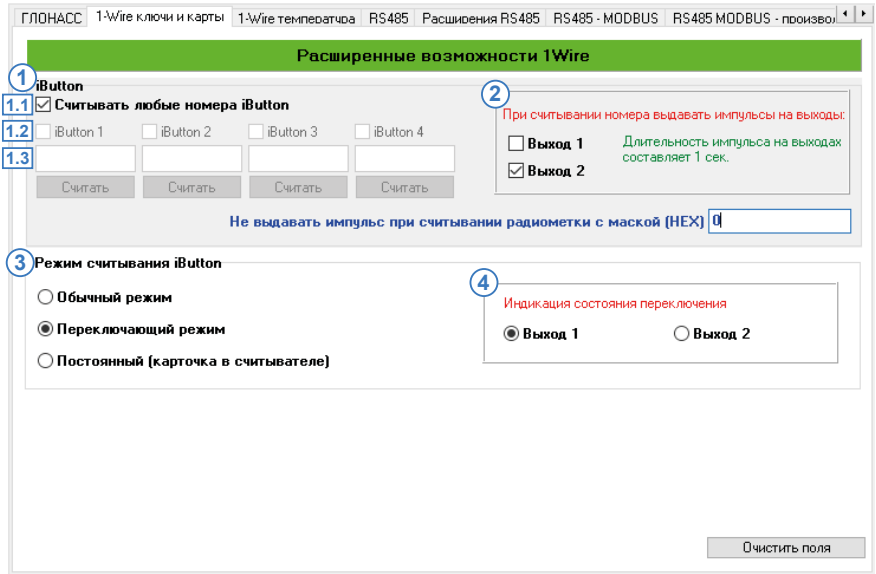

Рис.41. Вкладка «1-Wire ключи и карты».
На вкладке «1-Wire ключи и карты» (Рис.41) вы можете настроить работу контроллера с 1-Wire ключами, которые используются для идентификации, например, водителя транспортного средства, на котором установлен контроллер «АвтоГРАФ».
- нажать кнопку «Считать». Номер ключа будет занесен в соответствующее поле **(Рис.41, п.1.3)** в программе «AG.GSMConf».